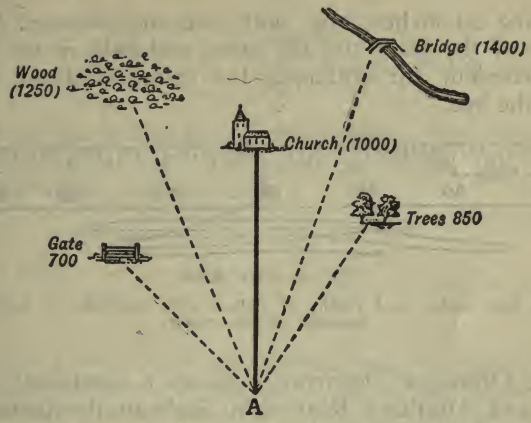

FIG. 28.—Range-Card for Defense.
(2) **For Defense** (Fig. 28).